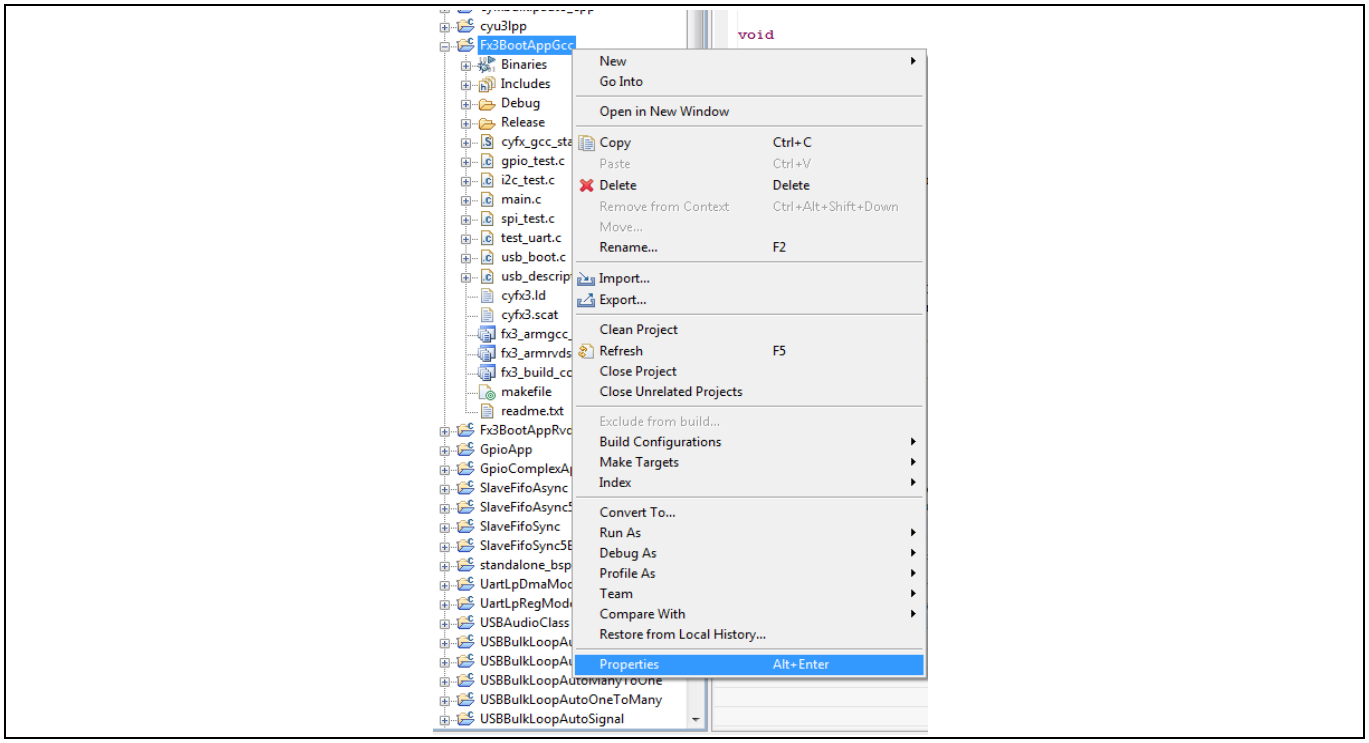
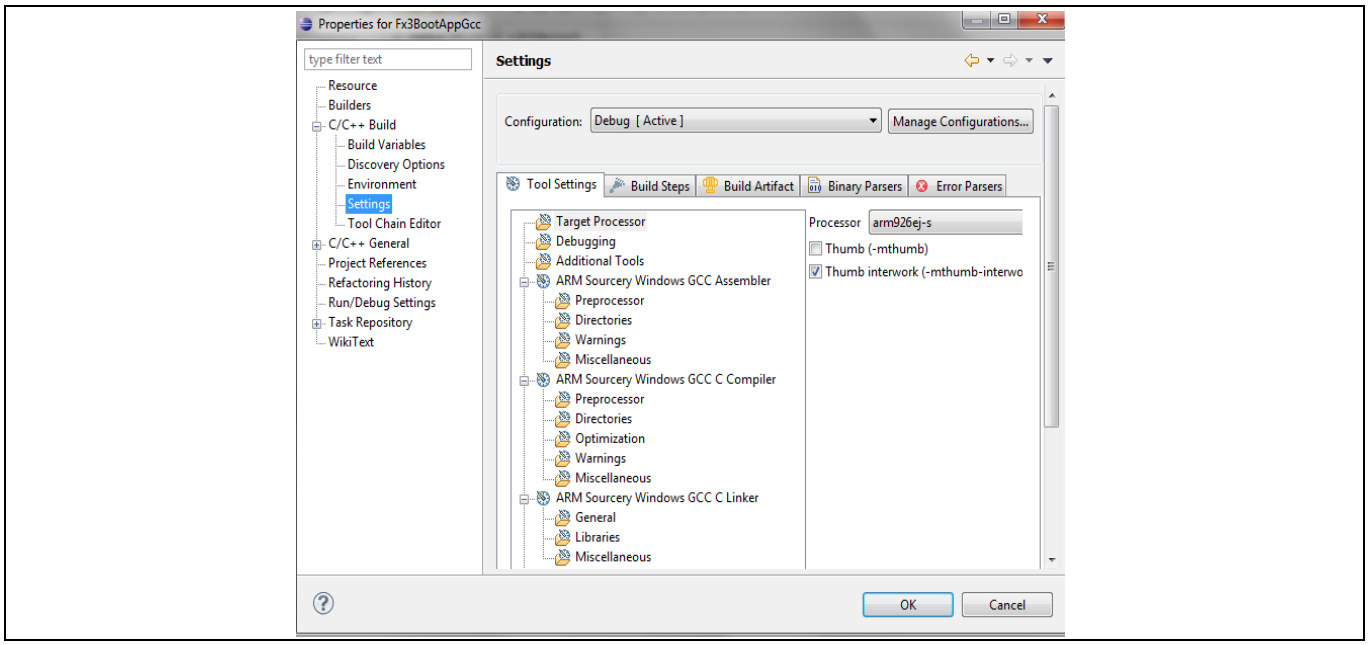
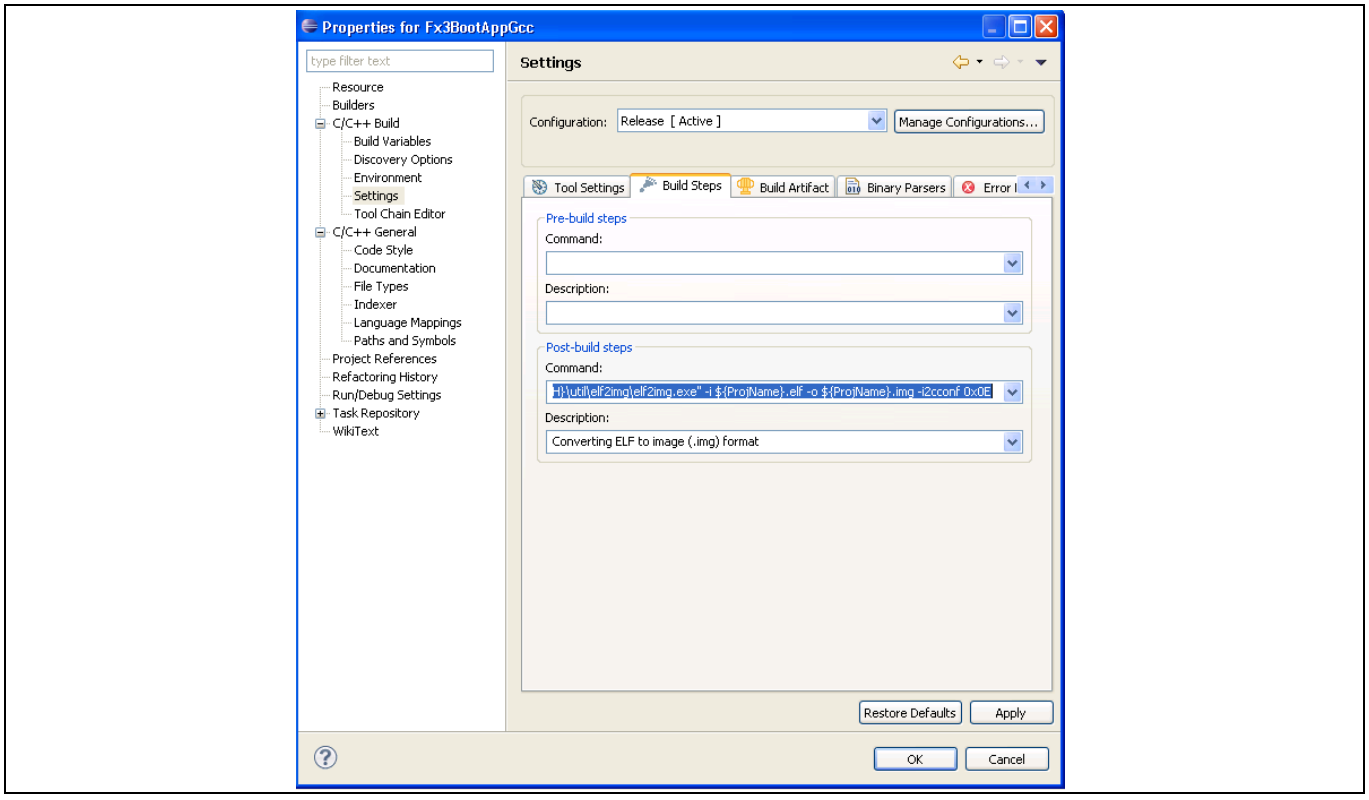

Figure 19 Eclipse IDE でプロジェクトを右クリック
Figure 20 Fx3 BootAppGcc のプロパティ
Figure 21 **I²C ブート イメージの elf2img コマンド コンフィギュレーション (ビルド後のステップで)**
1. **Figure 19**, **Figure 20**, および **Figure 21** に示すように Eclipse IDE でファームウェア イメージをビルドしてください。